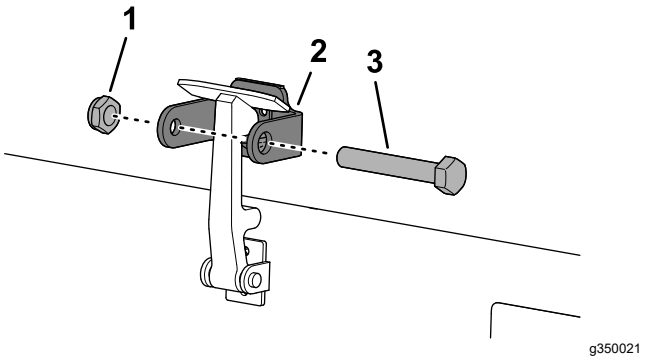

Rysunek 35
7. Wkręć śrubę w drugie ramię uchwytu blokady maski, blokując w ten sposób zatrzask na swoim miejscu (Rysunek 35).